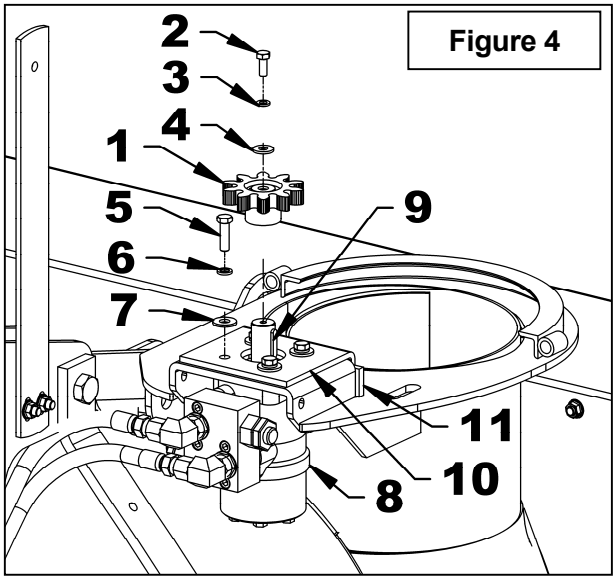

Figure 4
3. **Figure 4:** Take off the motor gear (item 1) by removing the bolt, the lockwasher and the flat washer (items 2-3-4) and the two flat washers 12mm on the motor shaft.
4. **Figure 4:** Remove the four bolts, lockwashers and flat washers (items 5-6-7) the remover the hydraulic motor (item 8) making sure the key (item 9) remains in the motor shaft.
5. **Figure 4:** Remove the anchoring plate (item 10) and the anchoring flat bar (item 11).